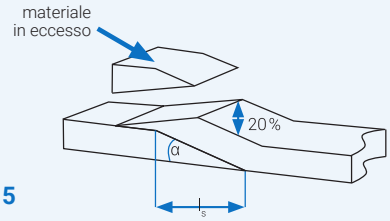

Figura 5
- Tagliare il materiale in eccesso con un angolo di 15 gradi. La zona di giunzione deve risultare più spessa del 20% rispetto al nastro sigillante originale (figura 5).